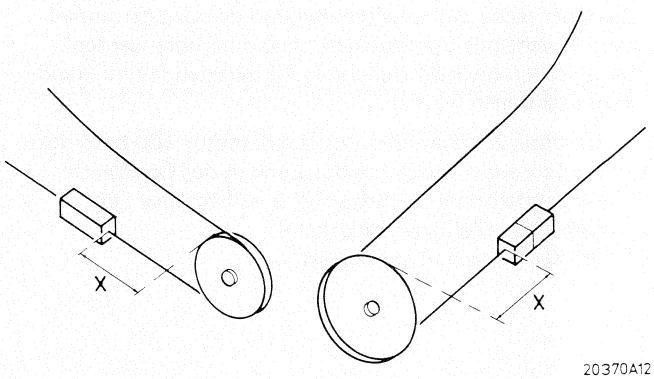

Fig. 2.12
- Prüfen, ob die Mitnahmenocken ungefähr dieselbe Lage haben (Abb. 2.12).